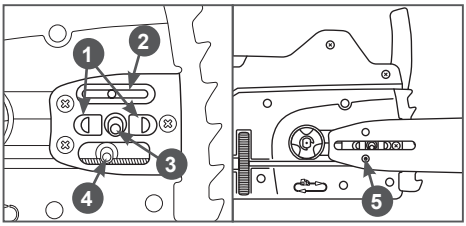

Рис. 4 Установка шины
4. Установите шину центральным отверстием на шпильку 3 и направляющие выступы 1 так, чтобы палец 4 механизма натяжения попал в отверстие 5 на шине (Рис. 4).